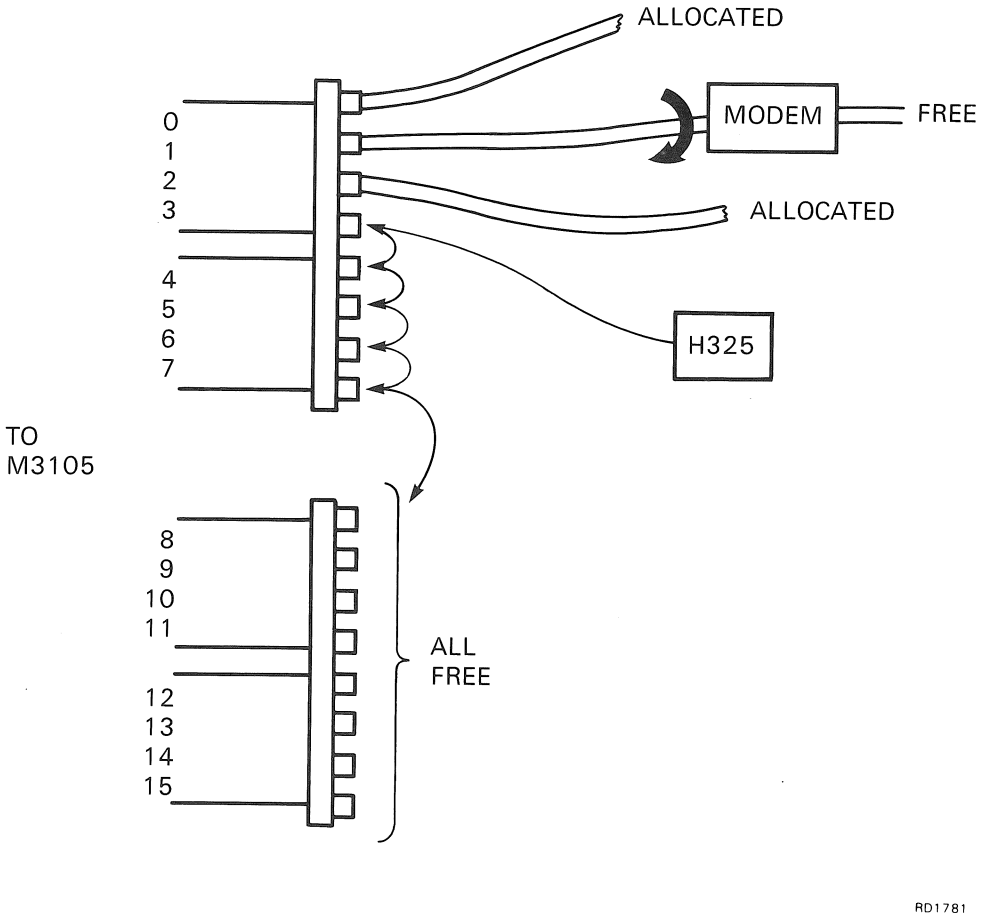

Figure 4-3 Example of Channel Allocation
4.6.5.1 EVDAH Test Sequence – Figure 4-3 gives an example of H3029 distribution panels connected to a DHU11. A Show Device command would be used to check for 'owners' of channels 0, 1, and 2.